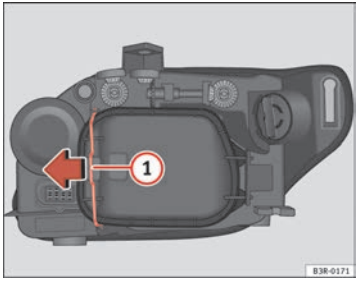

Fig. 202 Side light bulb (inside of vehicle)
- Move the brace ⇒ fig. 202 (1) in the direction of the arrow and remove the rigid cover, separating the brace side and then removing the two tabs from the other end of the cover.